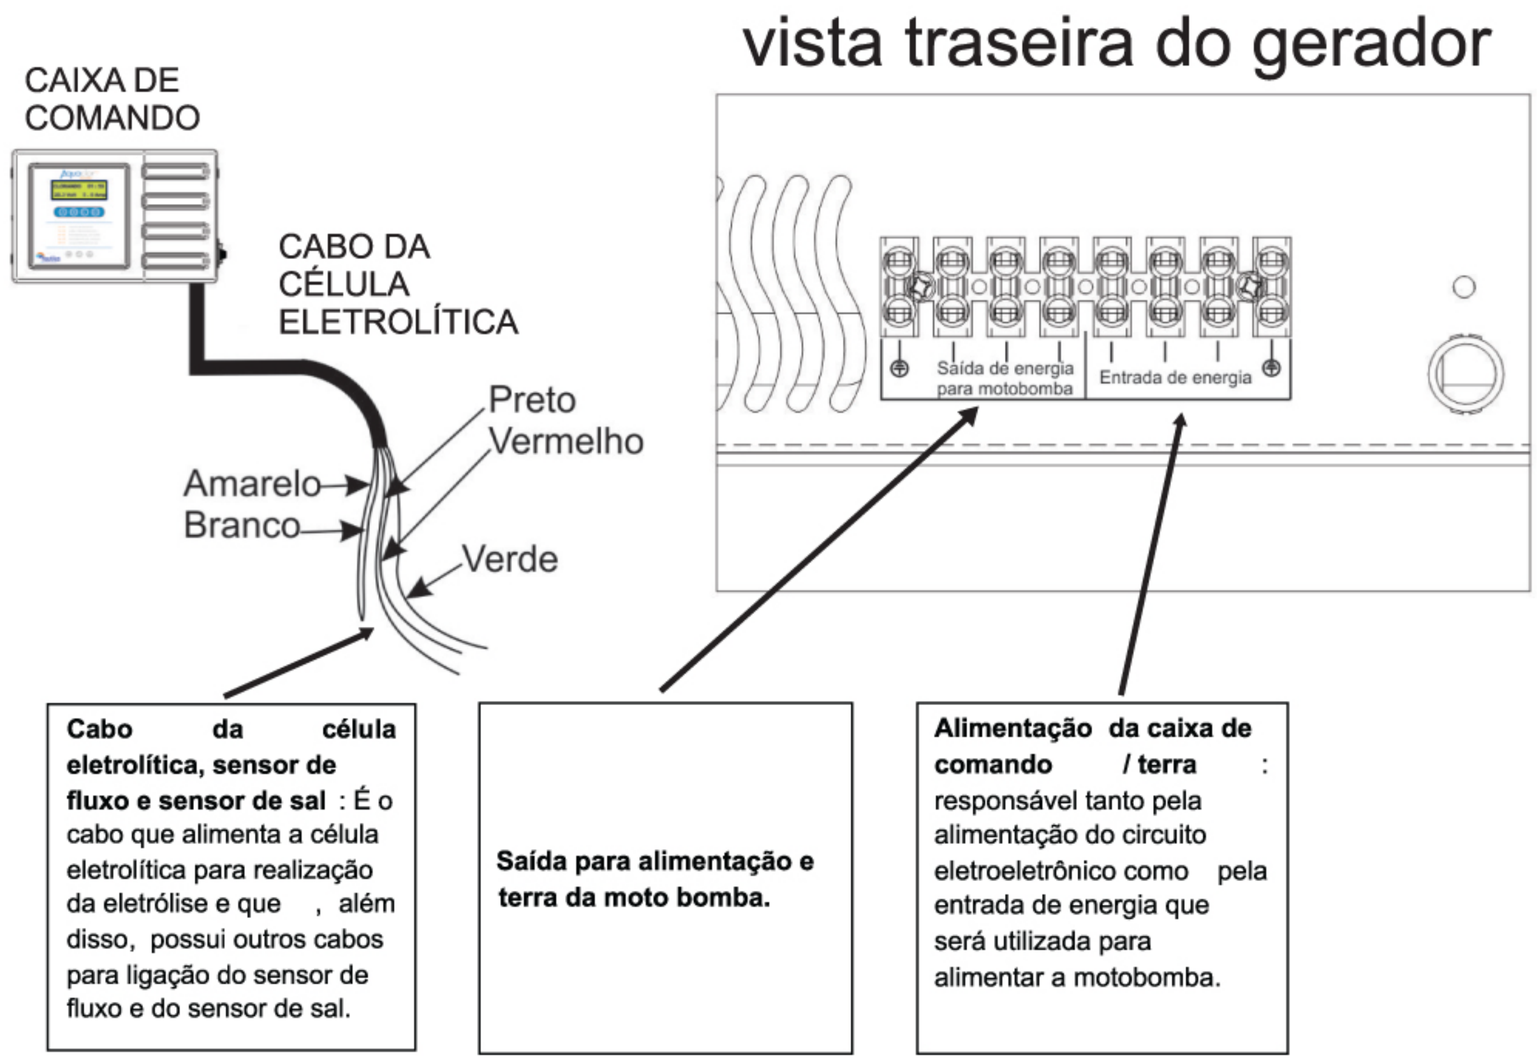

figura 9
7. É **IMPORTANTE** saber identificar o cabo e os conectores de sua caixa de comando (conforme **figura 9**). Cada conjunto de cabos e conectores tem finalidades bem específicas. Por isso, certifique-se de que os mesmos estão conectados corretamente para que não ocorram problemas durante a instalação de seu **AQUA CLOR**.